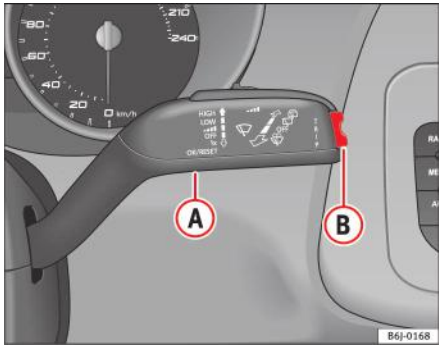

Fig. 31 Maneta ştergătoarelor de parbriz: butonul A şi comutatorul basculant B
– Când contactul este pus, apăsaţi scurt butonul ⇒ fig. 31 (A) de pe maneta ştergătoarelor de parbriz pentru comutarea între cele două memorii.